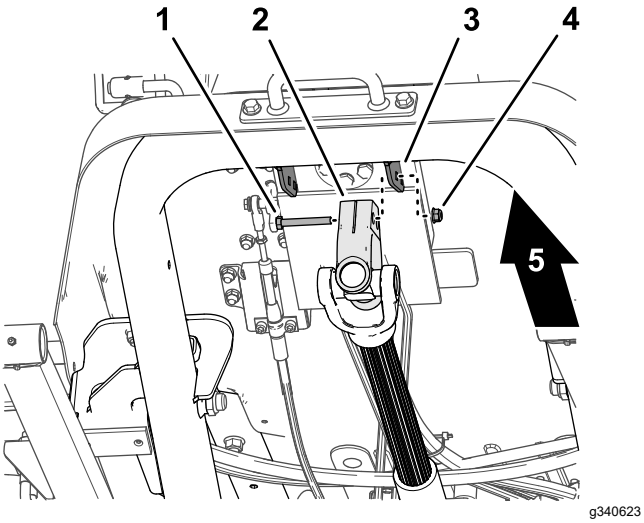

Figur 15
1. Mens drivakslen understøttes, skal du fjerne den maskinskrue og den låsemøtrik, der fastgør drivakslens gaffel til styreventilens monteringsbeslag (Figur 15), og forsigtigt sænke drivakslen.